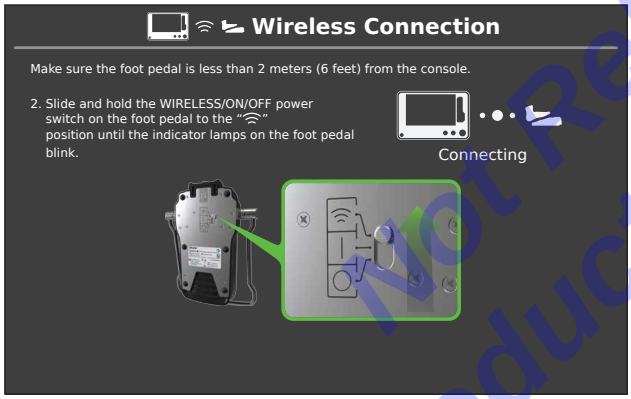

Figure 48 – Foot Pedal Pair Wireless Position
3. Slide and hold the WIRELESS/ON/OFF power switch on the foot pedal to the PAIR WIRELESS position until the indicator lamps on the foot pedal blink (Figure 48).